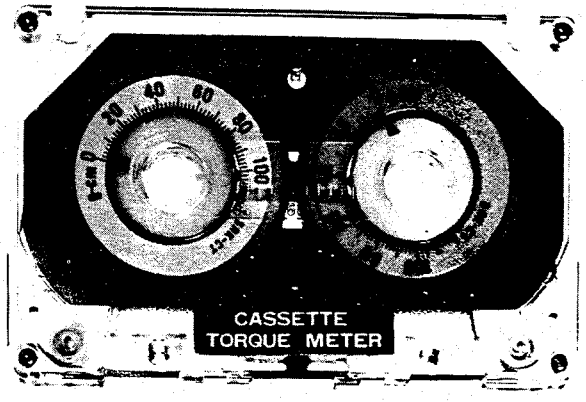

Fig. 22
3. Rutschkupplung 57 (Abb. 22)